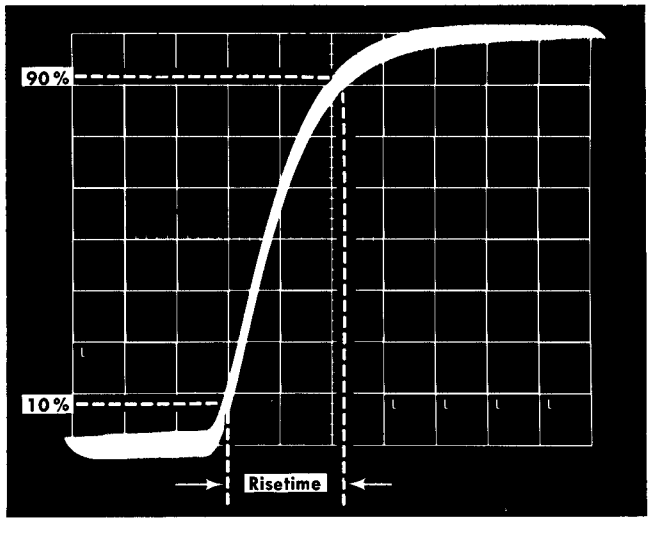

Fig. 6-24. Typical CRT display of risetime for step 17k.
k. Measure the risetime from the 10% to 90% amplitude points. See Fig. 6-24. Risetime, $\leq$ 3.5 μs.